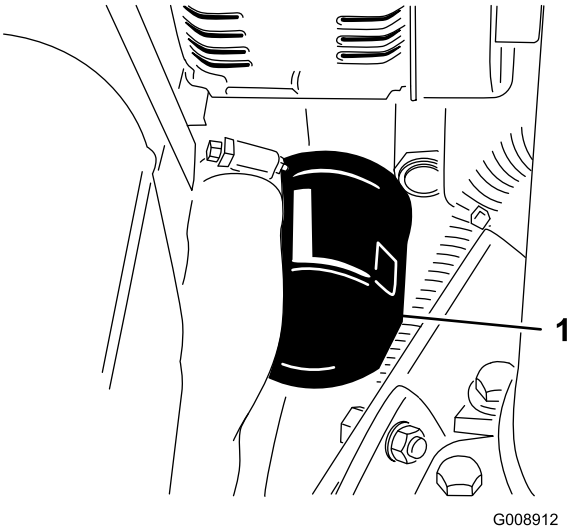

**Figur 48**
2. Avlägsna oljefiltret (Figur 48). Stryk på ett tunt lager ren olja på den nya filterpackningen innan den skruvas på. **Dra inte åt för hårt.**